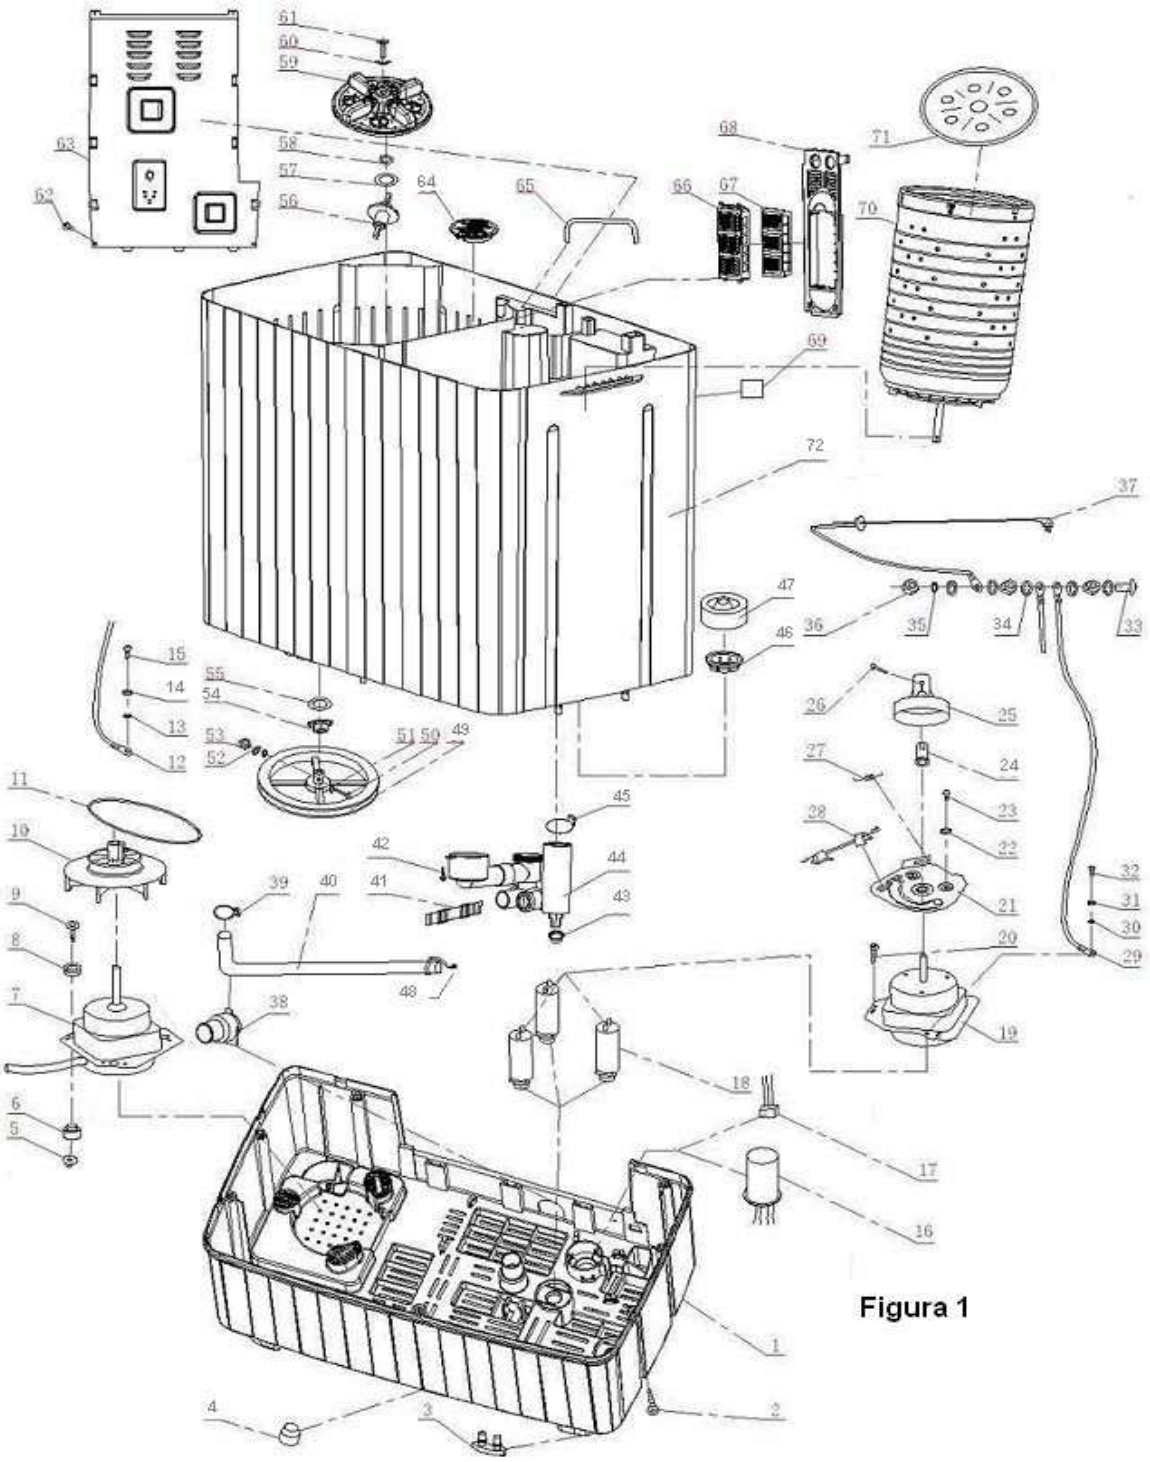

Figura 1
V.-ENSAMBLE TINAS LDK-51 FIGURA 1
V.-LISTA DE PARTES LDK-51 FIGURA 1